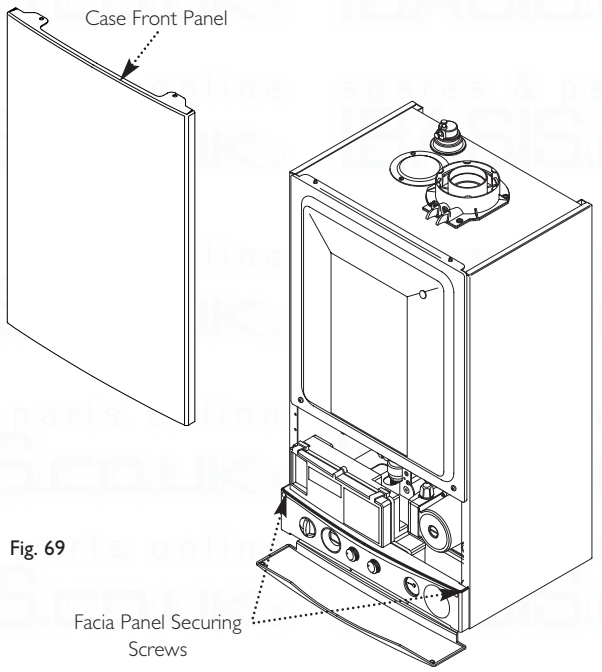

Fig. 69
5. Slacken the screws securing the facia panel. Lift the outercase panel so that its securing tabs are clear of the facia. Remove the panel, allowing the facia to hinge down (Fig. 69).